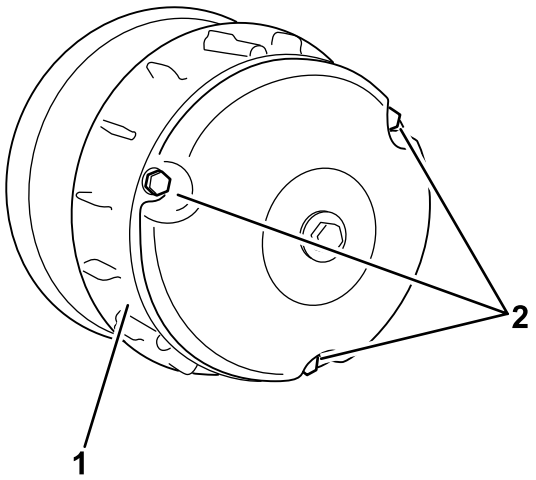

Figura 50
2. Togliete i 3 bulloni che fissano il carter della frizione e togliete il carter (Figura 50).
4. Montate il carter della frizione e fissatelo con i 3 bulloni (Figura 50) tolti in precedenza 2.